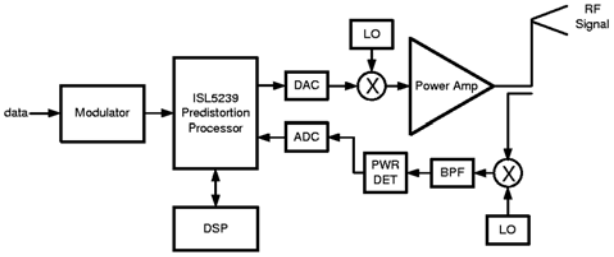

FIGURE 1. SYSTEM OVERVIEW
The ISL5239 is a full-featured digital pre-distortion part featuring a high-performance lookup-table based pre-distortion (PD) processing unit. It includes an interpolator for upsampling and supports all varieties of upconversion architectures with a programmable correction filter for equalization including both sin(x)/x correction and removal of frequency response imbalance between quadrature paths. It also features gain, phase, and offset compensation for direct upconversion, digital IF output for heterodyning, and input/output capture memories with internal/external triggering capabilities to facilitate closedloop feedback processing. System implementation is typically as shown in Figure 1. Although the power detect feedback is shown with one Analog to Digital Converter (ADC), coherently demodulated feedback signalsLO configurations with 1 or 2 ADC's are also supported.